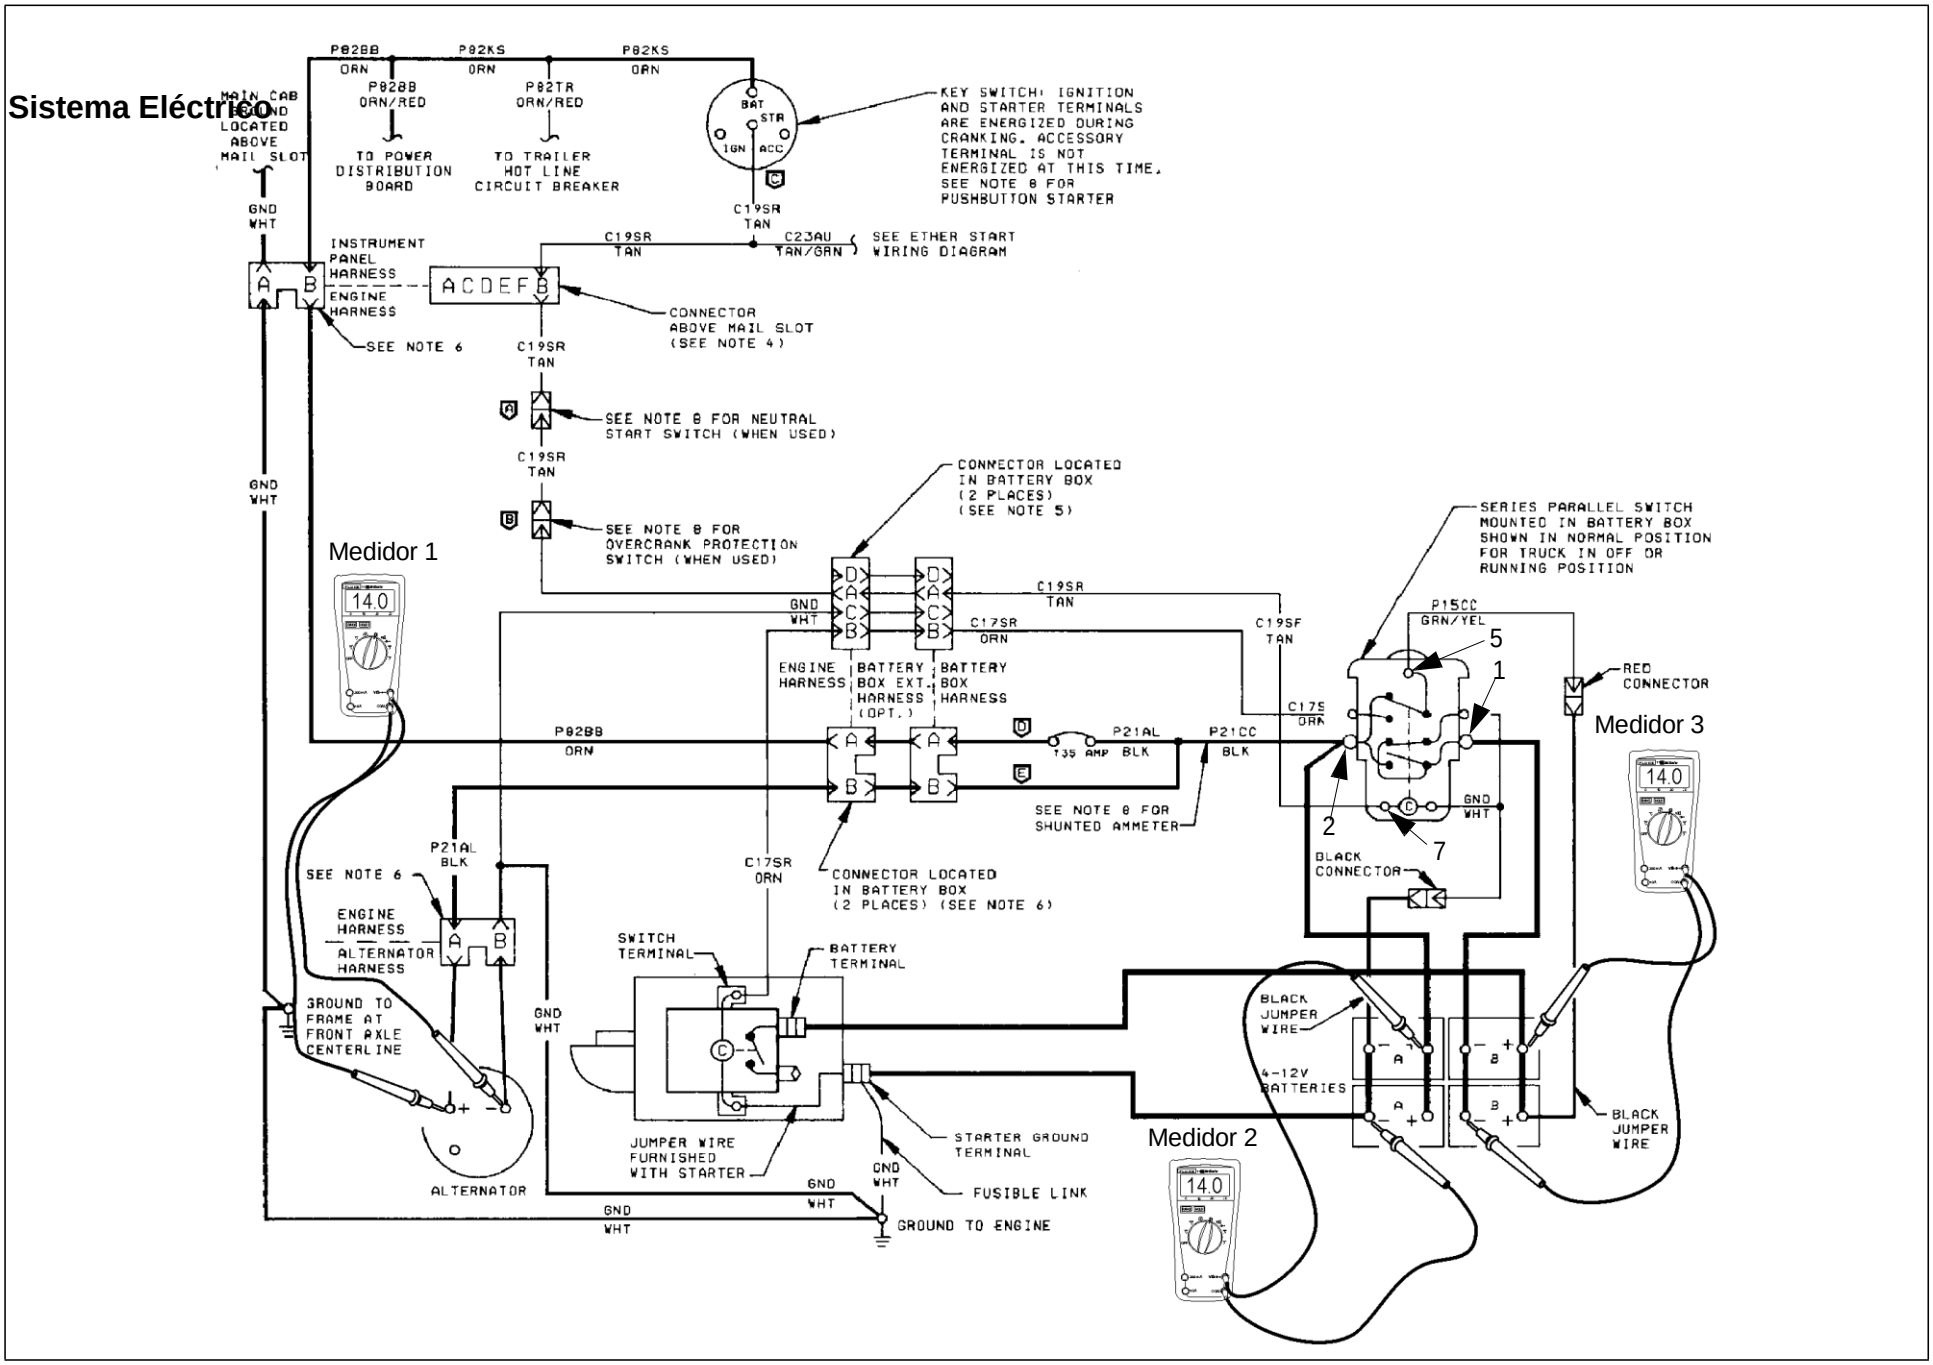

Figura 15-62
1. Conecte un voltímetro a las terminales positiva (+) y negativa (-) del alternador. (Medidor 1) **Ver Figura 15-62.**
3. Conecte un voltímetro a las terminales positiva (+) y negativa (-) del conjunto "A" de baterías. (Medidor 2) **Ver Figura 15-62.**
5. Conecte un voltímetro a las terminales positiva (+) y negativa (-) del conjunto "B" de baterías. (Medidor 2) **Ver Figura 15-62.**